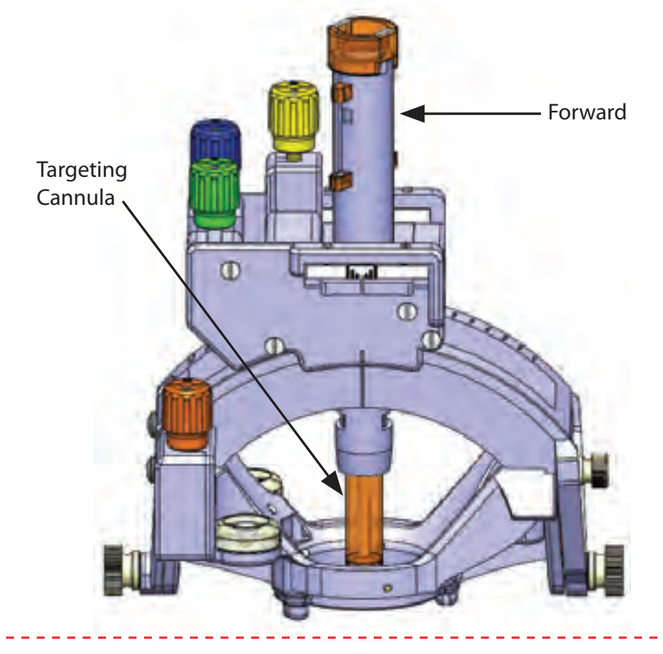

Figure 7: Targeting Cannula positioning and Tower/Base Orientation
15. Confirm that the Targeting Cannula is in the forward position to begin the procedure. **See Figure 7**.